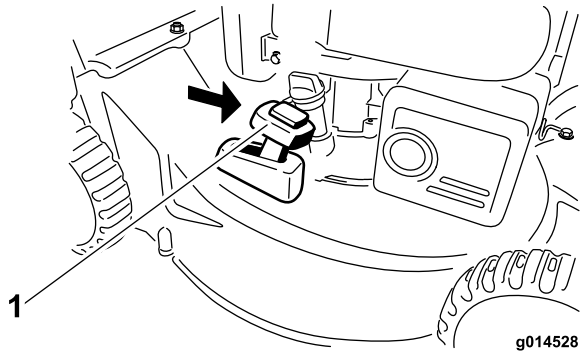

Bild 18
2. Setzen Sie den Fangkorb ein, siehe Entfernen des Fangkorbs (Seite 12), und stellen den Hebel für den zuschaltbaren Fangkorb auf die Stellung **Fangkorb** (Bild 18).
Hinweis: Nehmen Sie ggf. den Fangkorb von der Maschine ab, bevor Sie das Schnittgut hinten auswerfen, siehe Entfernen des Fangkorbs (Seite 12). Der Hebel für den zuschaltbaren Grasfangkorb sollte in der Stellung **Fangkorb** sein (Bild 18).